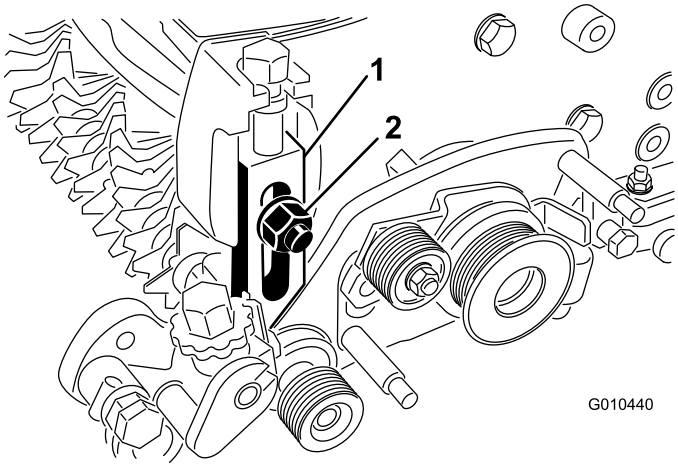

図 32
5. 各刈高アームをサイドプレートに固定しているキャリッジボルト、ワッシャ、ナットを外す図 32。